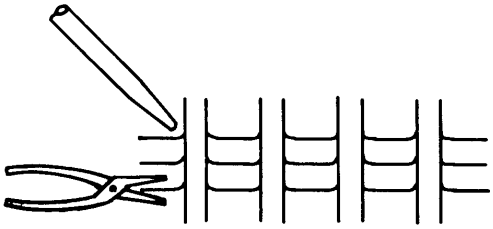

Fig. 5 - Checking Fin-To-Tube Bond
1. Using a suitable tool or probe, check the fin-to-tube bond by gently pressing against the fin collar, Fig. 5. If the fin moves and the tube is stationary, the fin is loose.